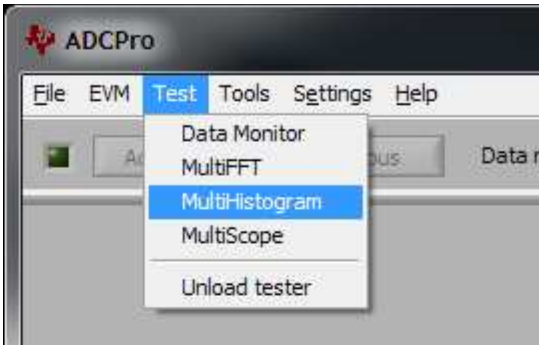

Figure 16. Loading a Test Plugin in ADCPro
4. Select a test plugin from the *Test* file menu, as shown in Figure 16. This step may precede steps 1 to 3, but is required before acquiring data in the next step.